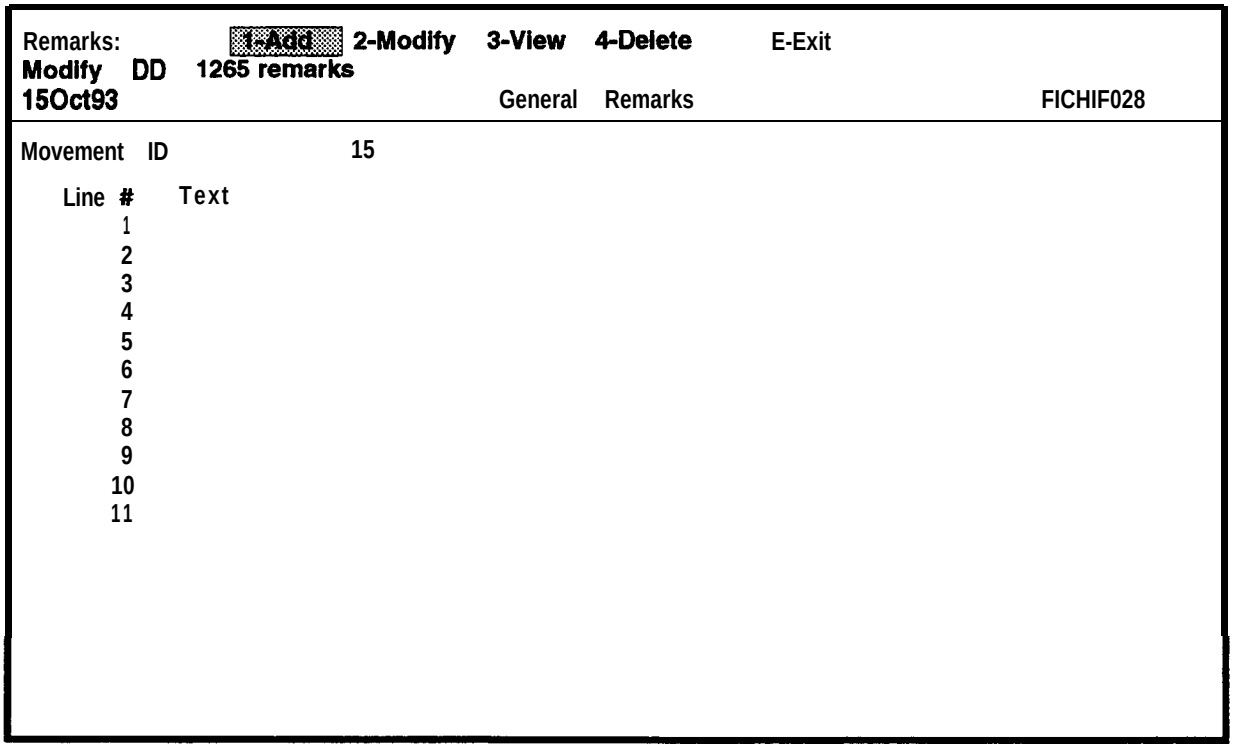

Figure 7-26. General Remarks Screen
a. At the Convoy Clearance main menu, select **General Remarks. You** will see the General Remarks screen, as shown in Figure 7-26.